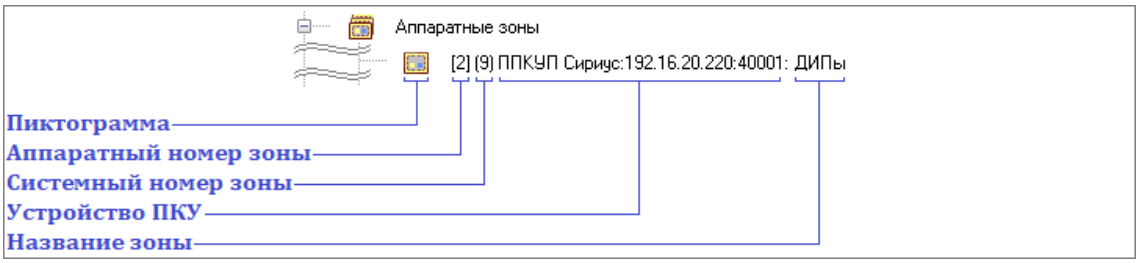

Рисунок 6-291 Отображение объекта "Аппаратная зона" в дереве зон как принадлежащего узлу "Аппаратные зоны"
– узлу «Аппаратные зоны» (см. Рисунок 6-291),